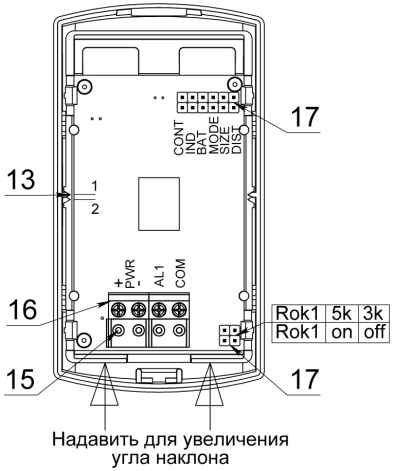

Рис. 5 Плата ИО в крышке.
Для переустановки держателя в положения «2» необходимо с небольшим усилием сдвинуть держатель вверх относительно крышки (рис. 5). Внимание: держатель (4) и линзу (2) не изымать и не переворачивать.
Подсоединить провода питания и ШС к накидной колодке в соответствии с назначением контактов (рис. 5).
Подсоединить колодки (16) к плате (3) (рис. 5). Установить ИО на основание.